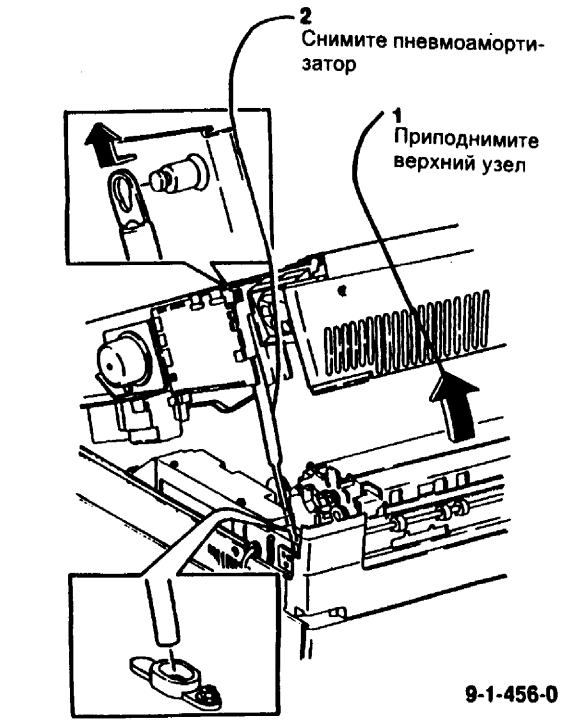

Рис. 1 Снятие заднего пневмоамортизатора
3. (Рис. 1) Снимите задний пневмоамортизатор.